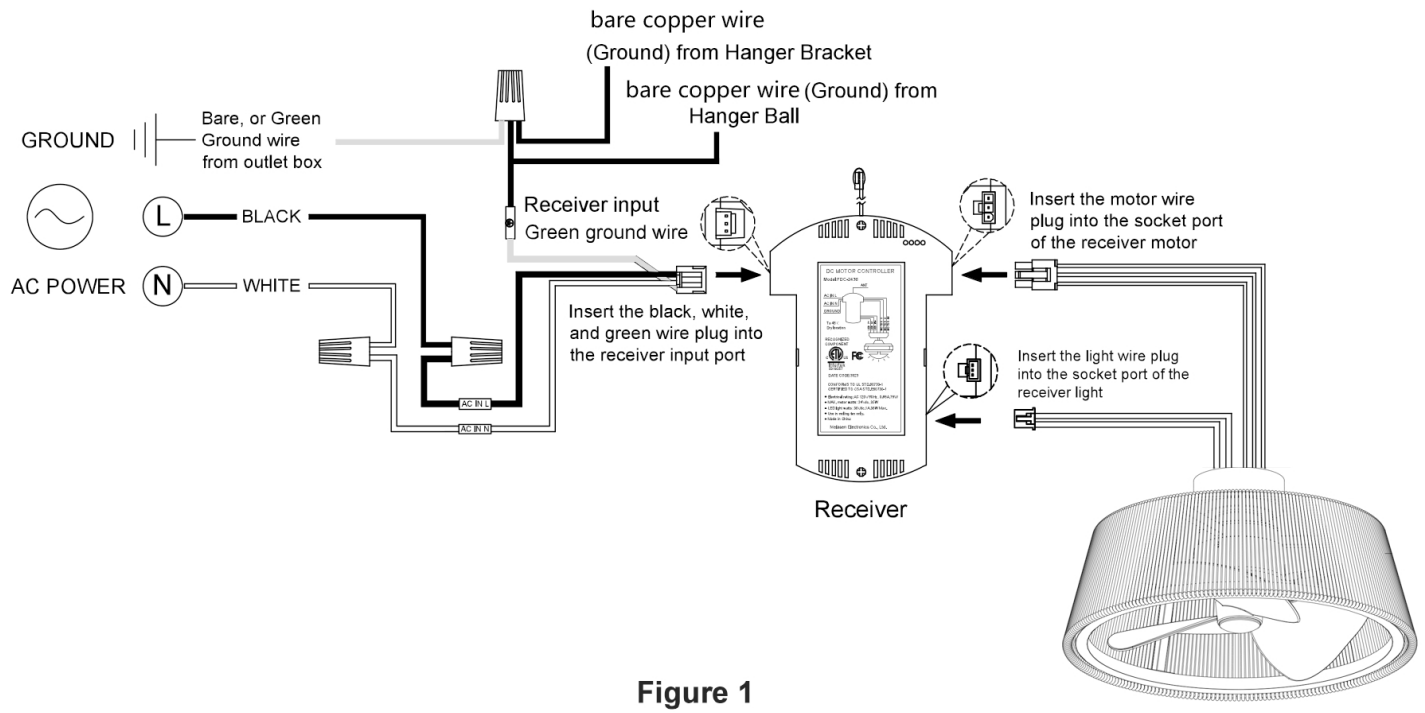

Figure 1
- ☐ **Connect the light plug wire to the receiver output corresponding light female socket. (Figure 1)**